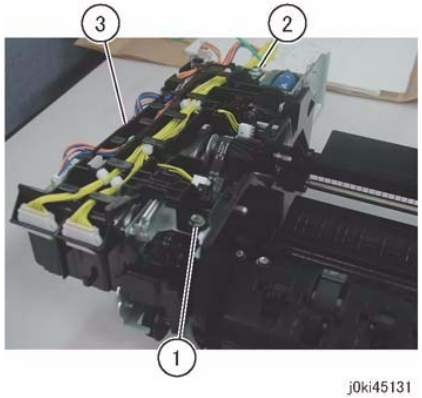

Figure 5 Harness Removal
13. Remove the Harness Guide and the wire harness. (Figure 5)